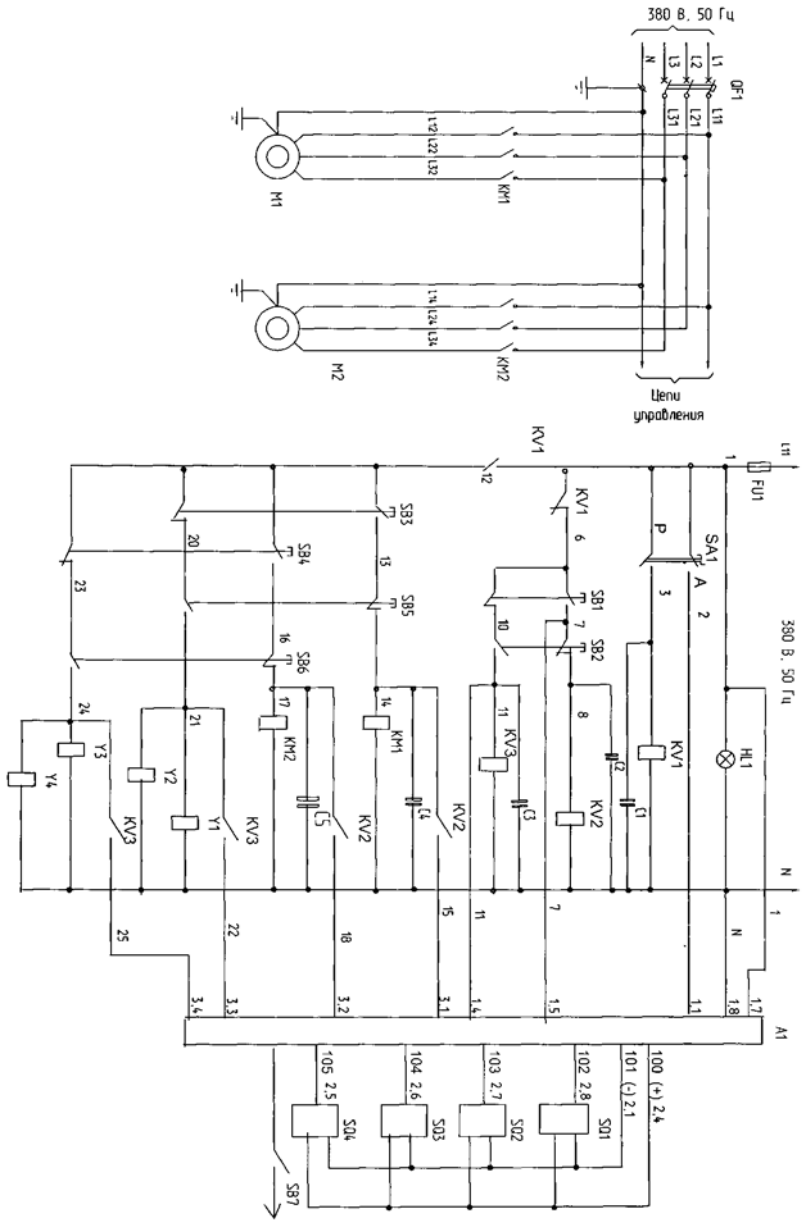
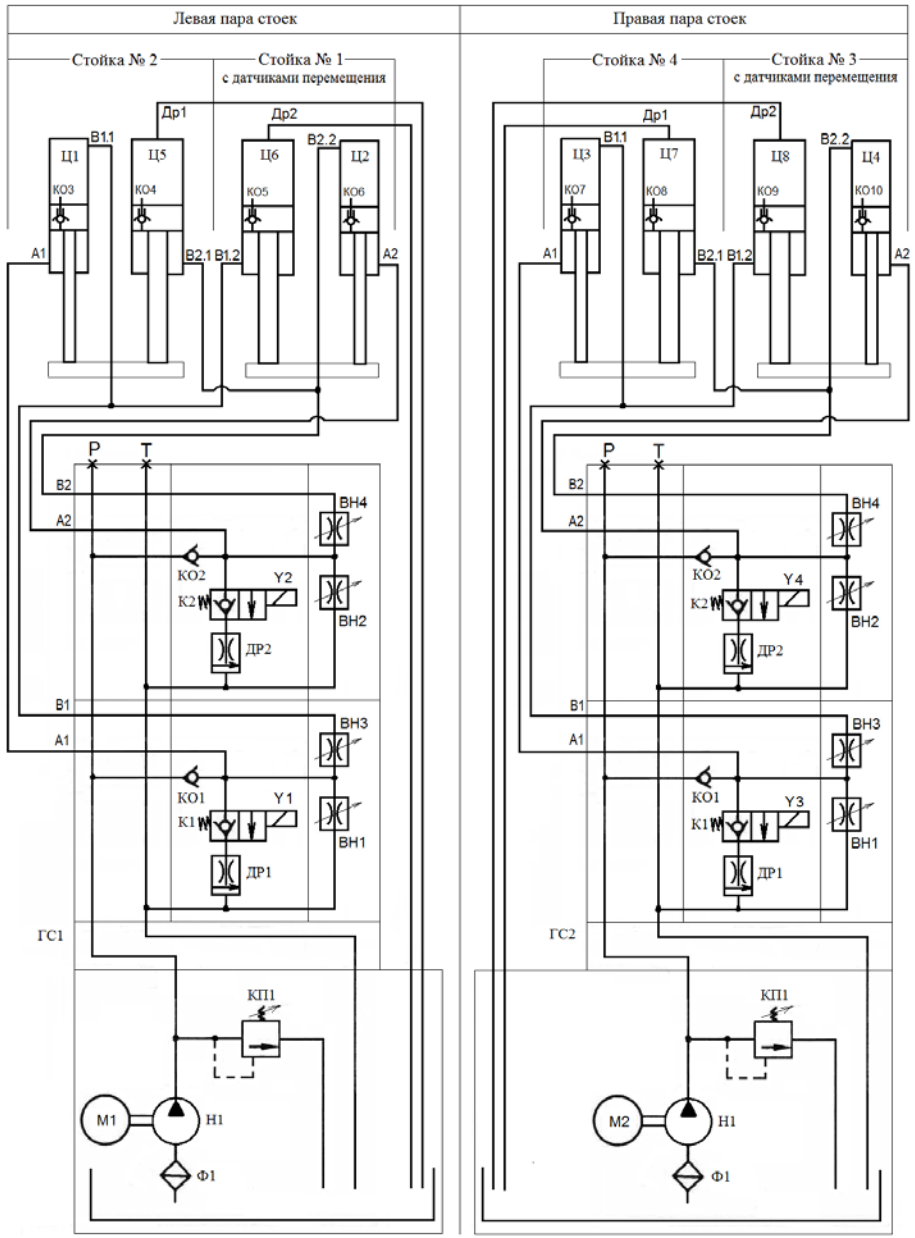

Рис. 5. Схема электрическая принципиальная подъемника ПГ-20
Рис. 7. Схема гидравлическая принципиальная подъемника ПГ-20
4.3. Описание работы схемы электрической принципиальной (см. Рис.5) и схемы гидравлической принципиальной (см. Рис. 7).